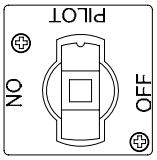
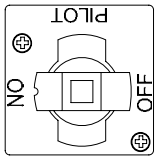

Figura 1
Figura 2
2. Gire la perilla de la válvula de gas a la posición PILOT (consulte la Figura 1).
4. Con el piloto encendido, presione y gire lentamente la perilla a la posición de ENCENDIDO (vea la Figura 2 en la página 3-1).
Para un apagado por breve plazo durante la jornada laboral, gire la perilla de la válvula de gas en sentido horario a la posición PILOT (consulte la Figura 1 en la Página 3-1) y ponga las cubiertas de la freidora en su lugar (si la freidora cuenta con tal equipamiento).
Al apagar las freidoras, gire la perilla de la válvula de gas a la posición PILOT (consulte la Figura 1 en la página 3-1). Pulse la perilla de la válvula de gas y gírela ligeramente en sentido horario. Suéltela y continúe girándola hasta que llegue a la posición OFF (consulte la Figura 2 en la página 3-1). Ponga las cubiertas de las ollas en su sitio (si la freidora cuenta con ellas).